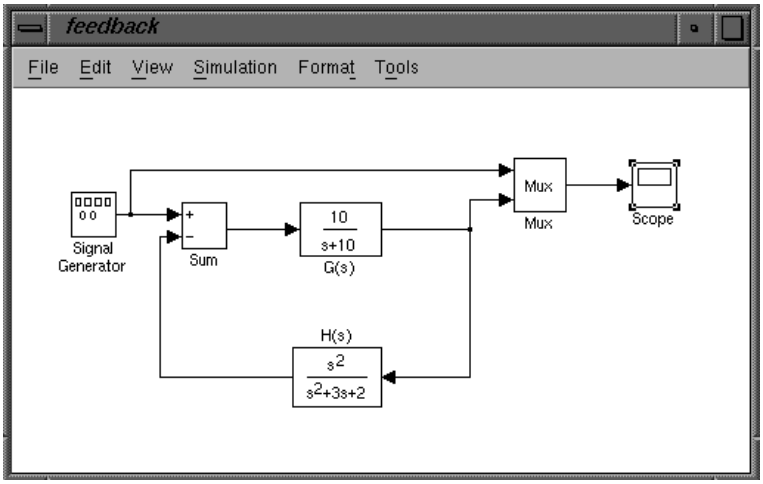

Figure 2.3: Feedback system
- Create the setup as shown in figure 2.3.